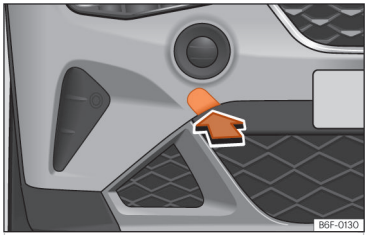

Abb. 163 Auf der rechten Seite des vorderen Stoßfängers: Abdeckung entfernen.
Die Aufnahmen für die einschraubbare Abschleppöse befindet sich im Stoßfänger vorn rechts hinter einer Abdeckung ››› (Abb. 163).
- Drücken Sie die Abdeckung im unteren Bereich heraus und lassen Sie sie am Fahrzeug hängen ››› (Abb. 163).